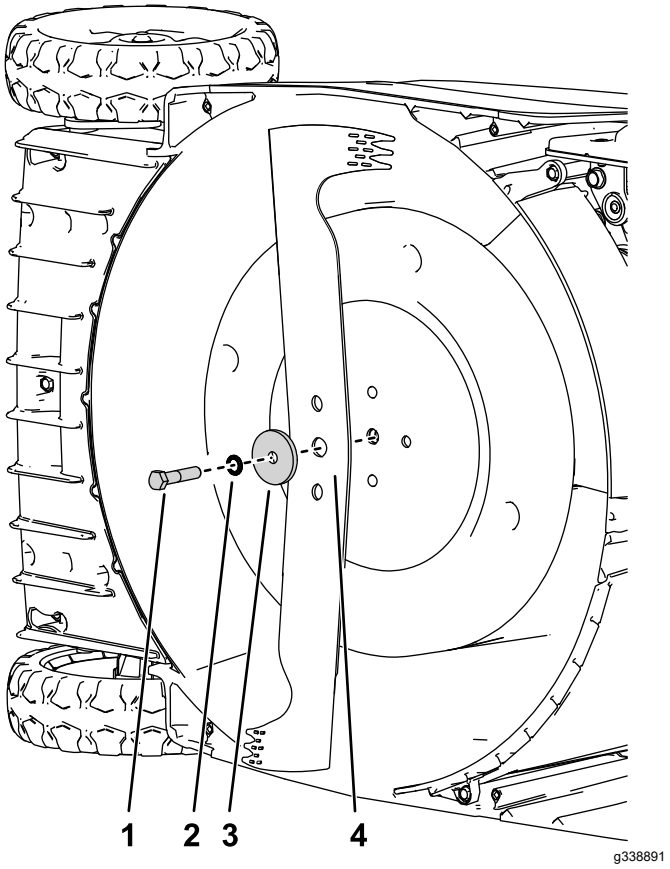

Figur 26
5. Monter den nye kniv og alle monteringsboltene og -møtrikkerne (Figur 26).